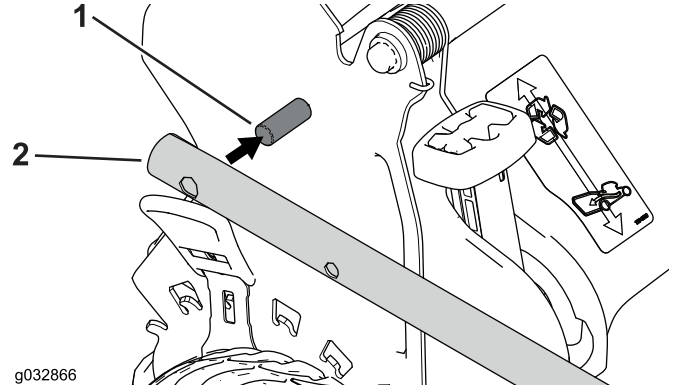

Figuur 4
2. Monteer de handgreepuiteinden op de maaikast zodat de pen die is bevestigd aan de handgreepbeugel zich in de onderste opening van het juiste handgreepuiteinde bevindt (Figuur 4).